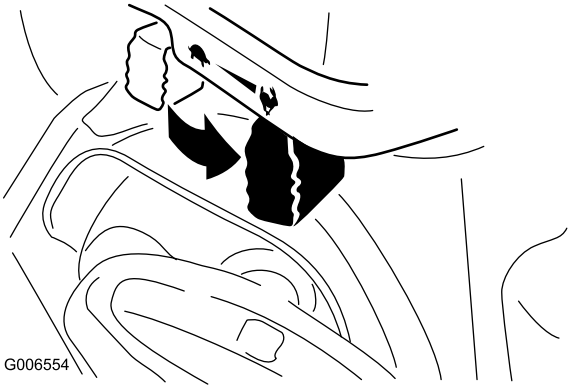

Figur 24
6. Flyt gashåndtaget til positionen Fast (hurtig) (Figur 24).